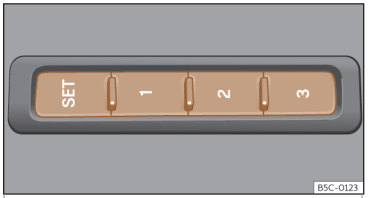

Abb. 106 Außen am Fahrersitz: Speichertasten.
- Taste **SET** länger als 1 Sekunde drücken››› Abb. 106.